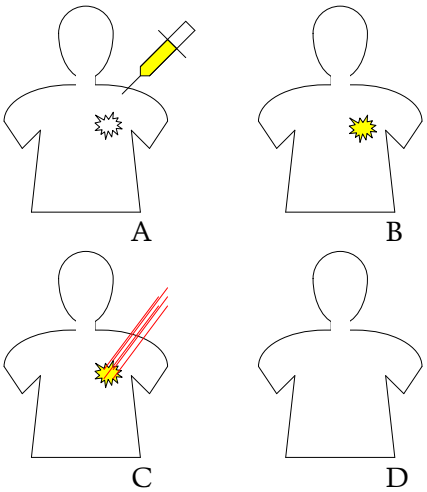

Figure 2: Photodynamic Therapy
PDT is an emerging cancer treatment based on light. It has been effectively used for several kinds of cancer but the current instrumentation does not allow effective treatment of Glioblastoma Multiforme. That will be elaborated further on in the article. An overview of the principle of the treatment is given in figure 2. The patient receives a dose of photosensitizer or a photosensitizer precursor (A) that, to a degree, preferentially localizes in the tumor because of selective uptake in this kind of tissue (B). When the photosensitizer is illuminated (C) with light of a specific wavelength in the presence of oxygen it produces reactive oxygen species, notably singlet oxygen, which leads to the destruction of the tumor. This is achieved by direct damage to the tumor cells, by the destruction of the vasculature of the tumor, by activation of the immune system or by a combination of the three (D).